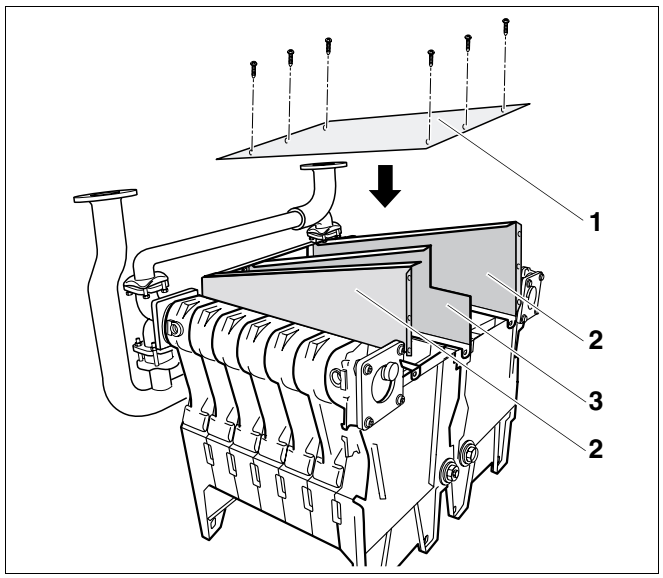

Рис. 38 Установка крышки для чистки
- Уложить крышку для чистки (рис. 38, **поз. 1**) и, не затягивая, прикрепить латунными винтами M6 x 16 с подкладными шайбами к перегородке (рис. 38, **поз. 3**) и боковым стенкам (рис. 38, **поз. 2**).